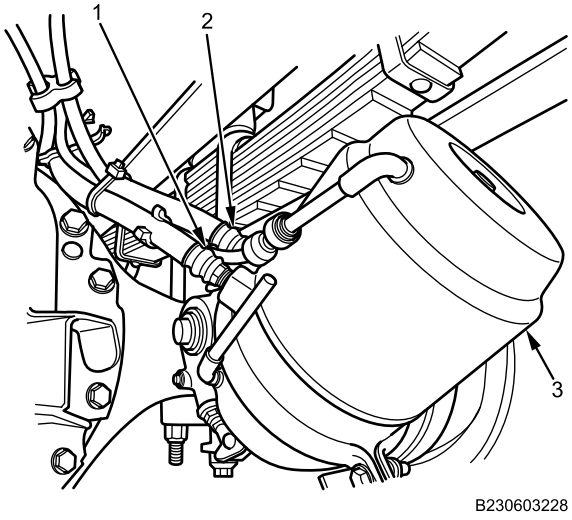

Figure 5. Rear Brake Chamber.
1. Install parking brake air hose (Figure 5, Item 2) on brake chamber (Figure 5, Item 3).
2. Install service brake air hose (Figure 5, Item 1) on brake chamber (Figure 5, Item 3).